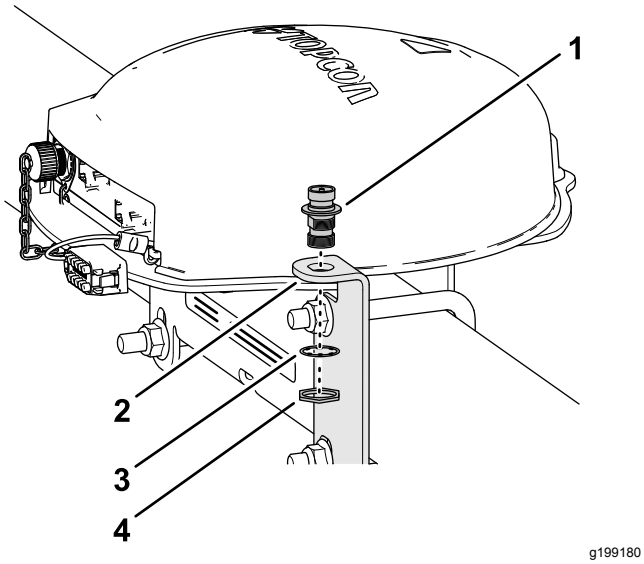

Figuur 147
tussenschotschroefdraad van de koppeling naar beneden (Figuur 147).
2. Monteer de coaxiale koppeling op de antennebeugel; gebruik hierbij de borgring en de contramoer, en draai de contramoer handmatig aan (Figuur 147).